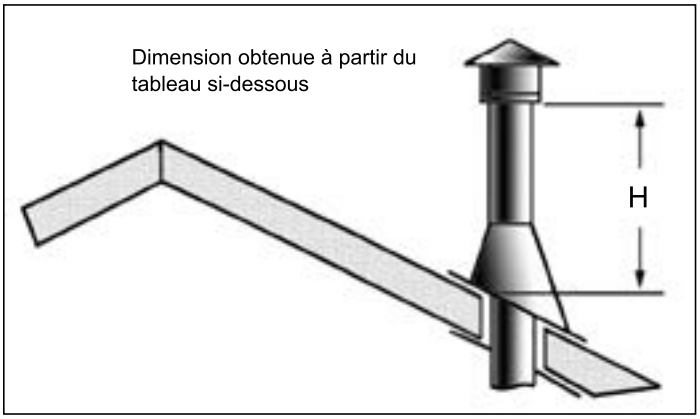

Figure 49. Height of Vertical Termination; Reference Table 10.
STEP 8. Continue to add pipe sections until the height of the vent cap meets the minimum code requirements. Refer to Figure 49 and Table 10. Note that for steep roof pitches, the vent height must be increased. In high wind conditions, nearby trees, adjoining roof lines, steep pitched roofs, and other similar factors can result in poor draft, or down drafting. In these cases, increasing the vent height may solve the problem.
STEP 9. Slip the storm collar over the pipe, and push it down to the top of the roof flashing as shown in Figure 49. Use the non-hardening sealant around the joint between the pipe and the storm collar.
Table 10: Minimum 'H' for Figure 49.